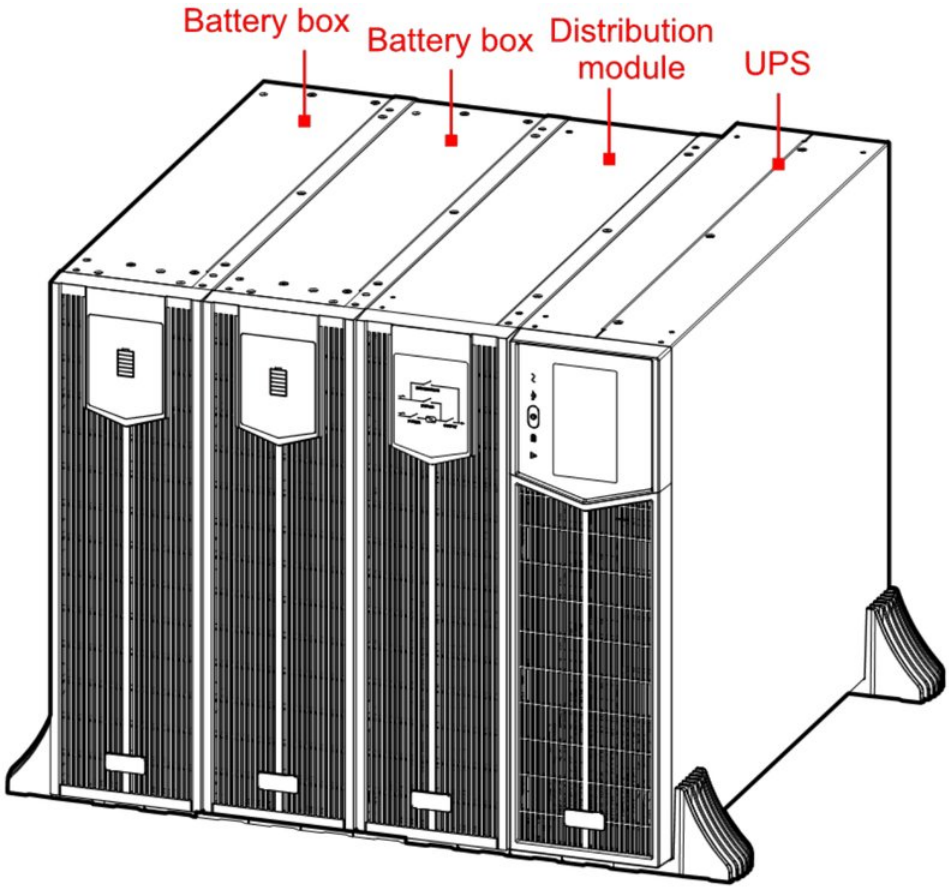

FIGURA 3-1 Installazione tower
- Installazione tower: il modulo di distribuzione sta a sinistra dell'UPS, per agevolare cablaggio e uso, e il Battery Box a sinistra del modulo di distribuzione, come mostra la Figura 3-1.